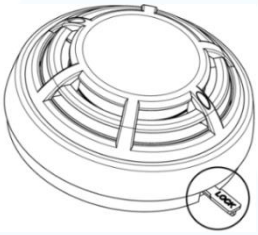

Fig.5
- To unlock the siren, place the switch all the way to the specified position (Fig. 5) and turn the siren body clockwise;